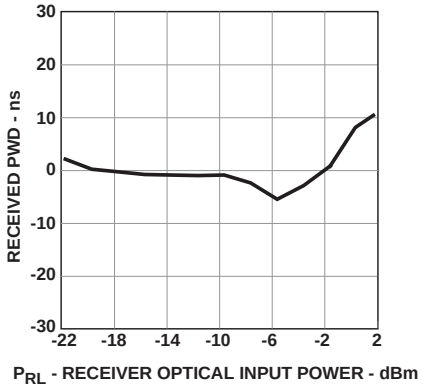

**Figure 8. Typical POF receiver pulse width distortion vs. optical power at 12 MBd**
3. Receiver overdrive ($P_{RL,max}$) is specified as the limit where |PWD| will not exceed 30 ns. The receiver will be in the correct state (logic "0") for optical powers above $P_{RL,max}$. However, it may not meet a 30% symbol period PWD if the overdrive limit is exceeded. Refer to Figure 8 for PWD performance at high received optical powers.